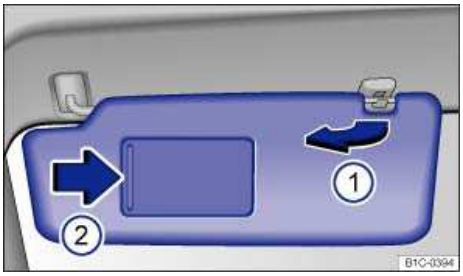

Fig. 83 Sun visor.
- Lift it out of the retaining clip ⇒ fig. 83 (1) and swivel it over toward the door.